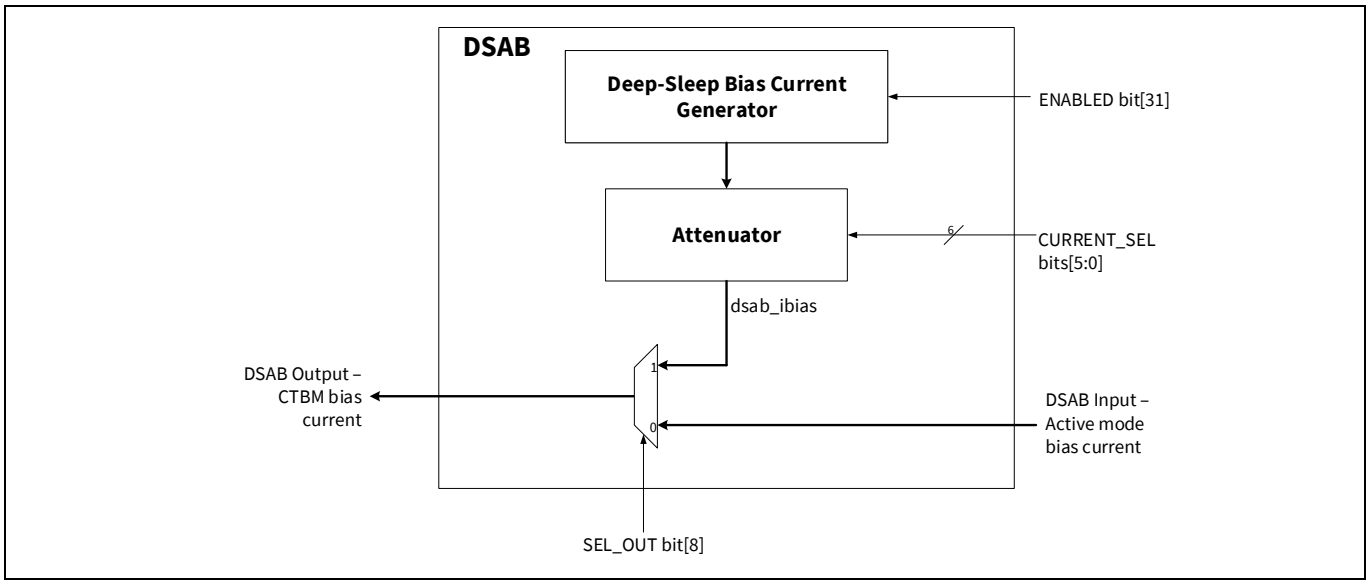

**Figure 23-2. Deep-Sleep amplifier bias block diagram**
**Figure 23-2** shows the architecture of the DSAB block. This block receives the Active mode bias current as input. It outputs the bias current that is fed to the opamp bias circuitry. In Active mode, the DSAB block acts similar to a pass-through block and routes the bias current from the input to the output. In Deep-Sleep mode, if enabled, the DSAB generates the alternate bias current, attenuates the output to a user-selected value, and provides the bias current for the CTBm at its output. If the DSAB block is disabled, the output is always connected to the input bias current and the alternate bias current is not generated during deep sleep. The opamps will not be functional in Deep-Sleep mode, if the DSAB block is disabled. The ENABLED bit [31] of the PASS_DSAB_DSAB_CTRL register enables/disables the block; the CURRENT_SEL bits [5:0] selects the output bias current value. The value selected is CURRENT_SEL × 0.075 µA (±5 percent). The SEL_OUT bit[8] is used to control the selection between the two bias currents, which can be routed to the CTBm bias. **Table 23-10** summarizes the bit configuration settings of the PASS_DSAB_DSAB_CTRL register.